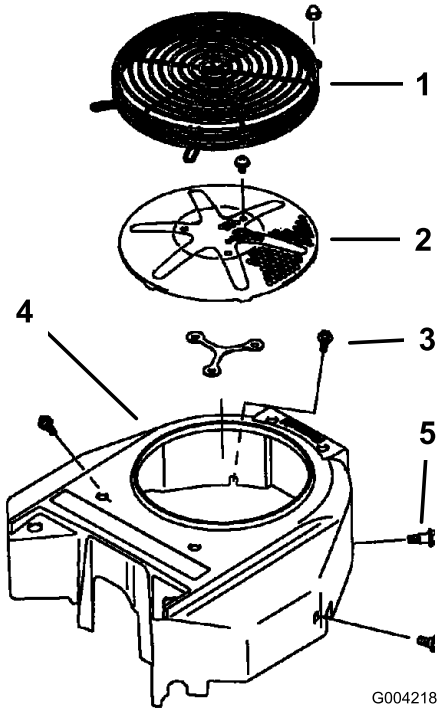

Figure 72
Avant chaque utilisation, enlevez l'herbe, les saletés et autres débris éventuellement accumulés sur la grille du moteur. Cela permet d'assurer un refroidissement et un régime moteur corrects, et réduit les risques de surchauffe et de dommages mécaniques du moteur (Figure 72).
3. Retirez la grille d'entrée d'air, le lanceur et le carter du ventilateur (Figure 72).
5. Reposez la grille d'entrée d'air, le lanceur et le carter du ventilateur (Figure 72).